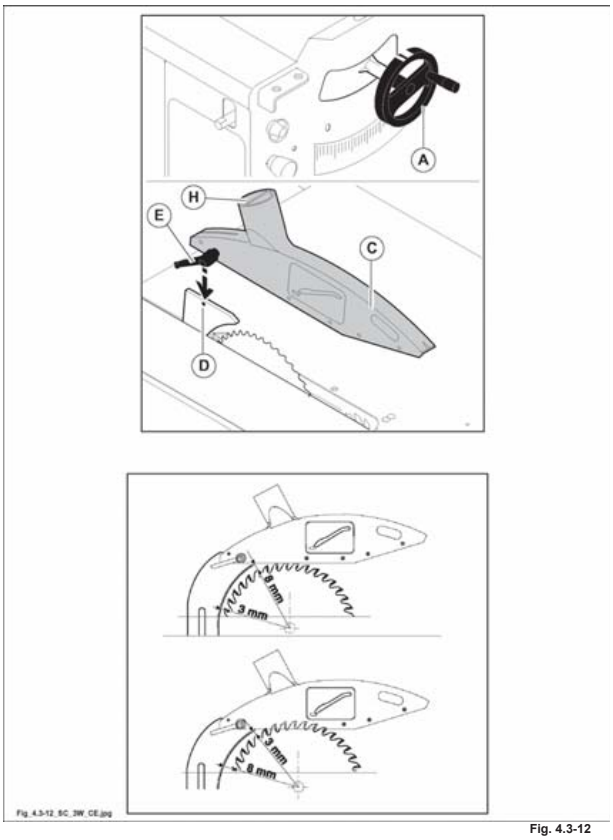

Fig. 4.3-12
- Sollevare il gruppo sega ruotando il volantino (A fig. 4.3-12).
- Inserire la protezione (C fig. 4.3-12) nel foro (D fig. 4.3-12) serrando la maniglia (E fig. 4.3-12).
regolare la posizione del coltello divisore (vedi Par. 6.1) in modo che la sua distanza dalla lama sega sia compresa fra 3 e 8 mm (vedi esempio fig. 4.3-12).
Collegare la bocca di scarico trucioli (H fig. 4.3-12) all'impianto di aspirazione con tubi flessibili di diametro adeguato.